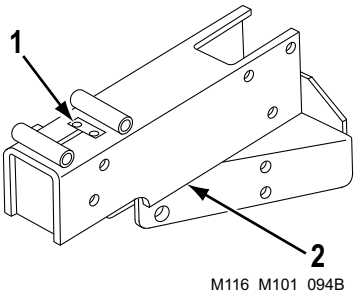

Figure 7. Leaf Spring Inspection.
9. Inspect channel for broken leaf spring (Figure 7, Item 1). If leaf spring (Figure 7, Item 1) is damaged, replace hydraulic brake actuator assembly (Figure 7, Item 2).